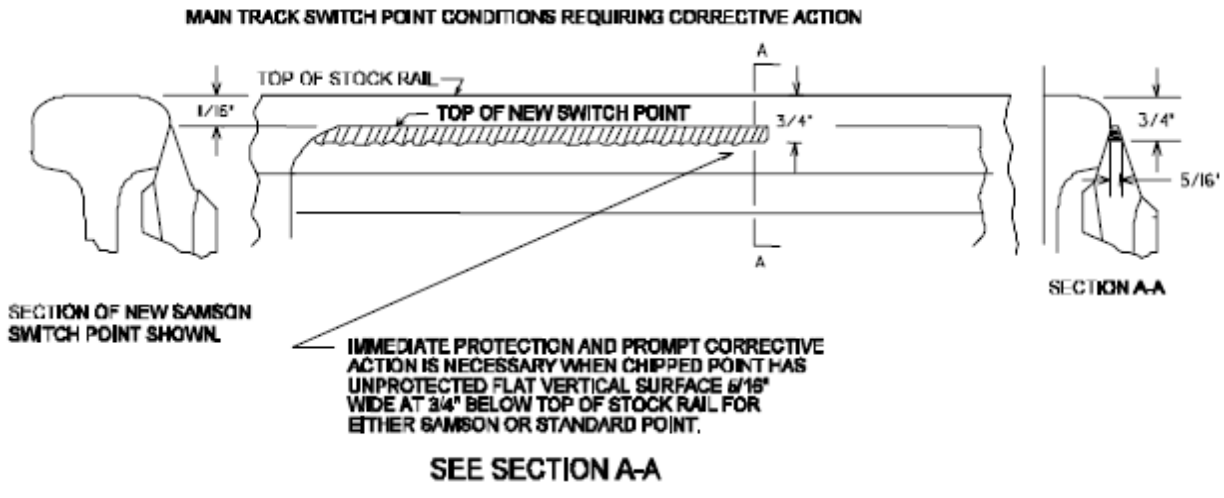

Figure 5-RRR
- Repair or replace a switch point that is chipped and has an unprotected vertical surface that is 5/16 inch or wider 3/4 inch below the top of the stock rail as indicated by Figure 5-RRR.